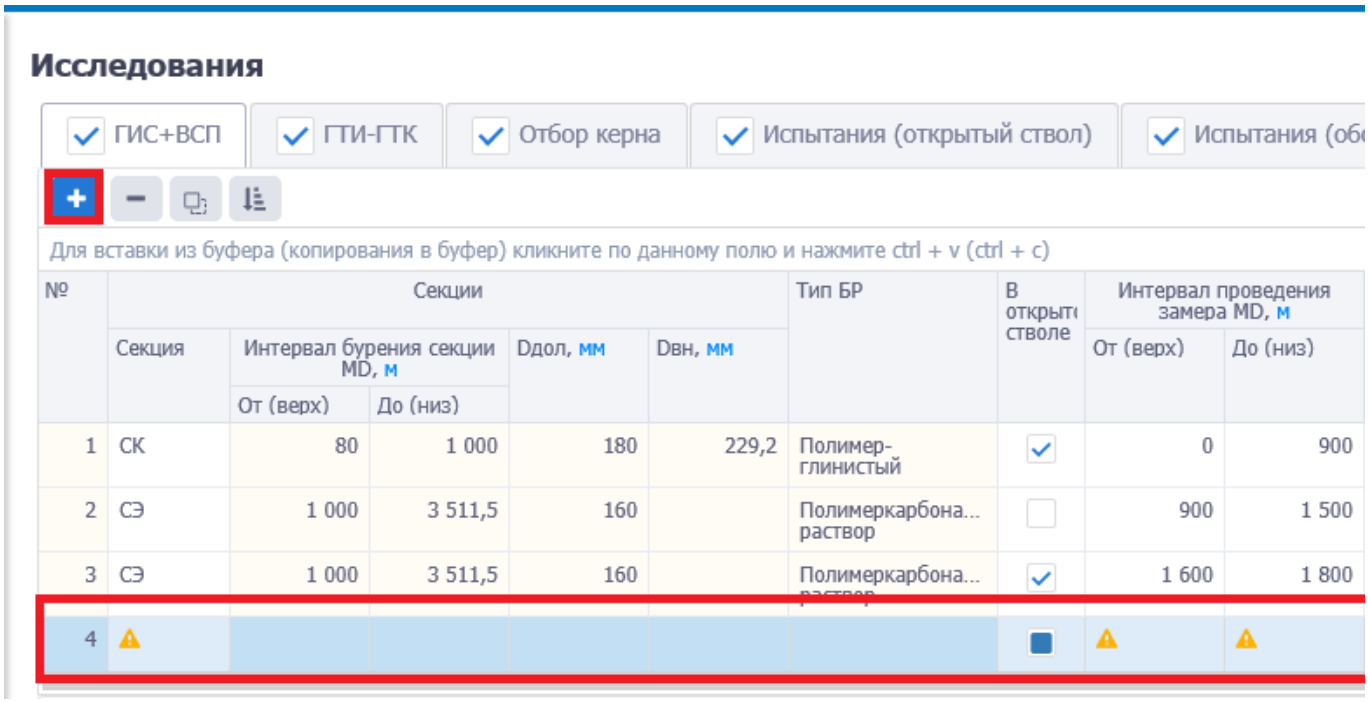

Рис. 3.138
-добавить. При нажатии на кнопку добавляется новая строка в таблицу (рис. 3.138).